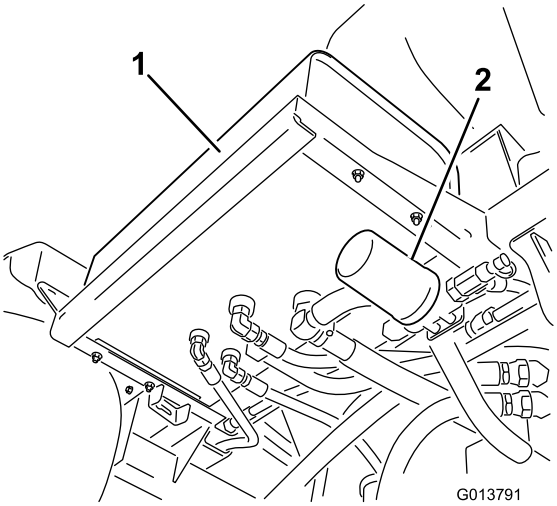
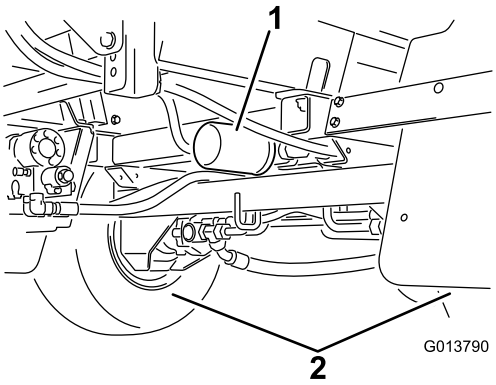

Figuur 91
Figuur 92
2. Zoek de 2 hydraulische filters van de machine (Figuur 91 en Figuur 92).